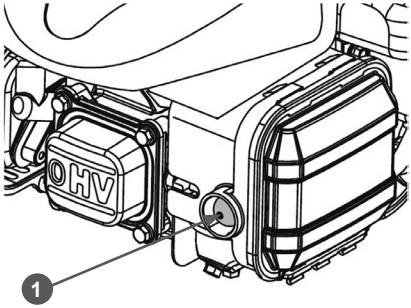

Рис. 14 Расположение ручного топливного насоса
3. Для запуска холодного двигателя нажмите три раза на ручной топливный насос 1 (Рис. 14). При запуске прогретого двигателя ручной топливный насос нажимать не нужно.